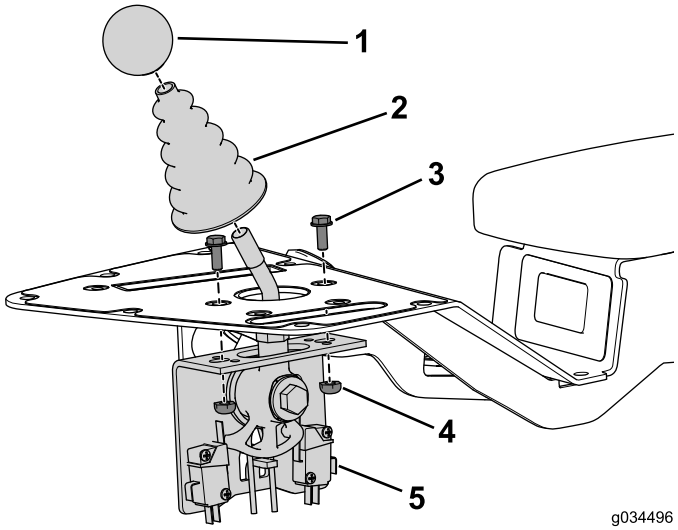

Bild 17
1. Befestigen Sie den Joystick mit den zwei Schrauben (Nr. 10 x 1/2") und Sicherungsmuttern am Bedienfeld (Bild 17).